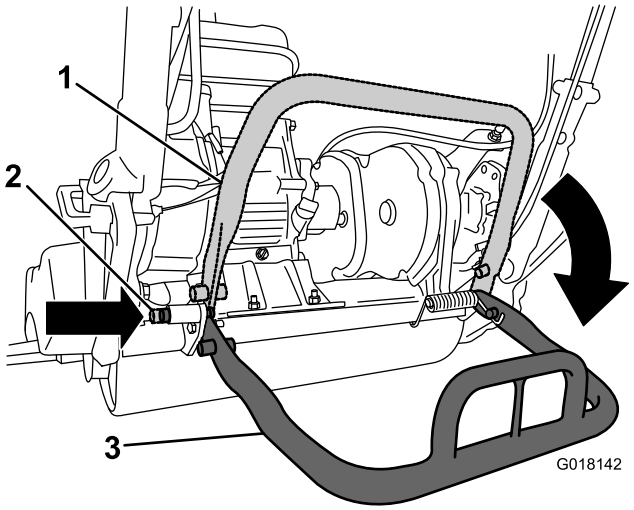

Figur 21
- For at forhindre enheden i at vippe bagover, når knivcylinderen fjernes, skal støttebenet sænkes og låsepinden skubbes ind for at låse støttebenet i serviceposition (Figur 21).